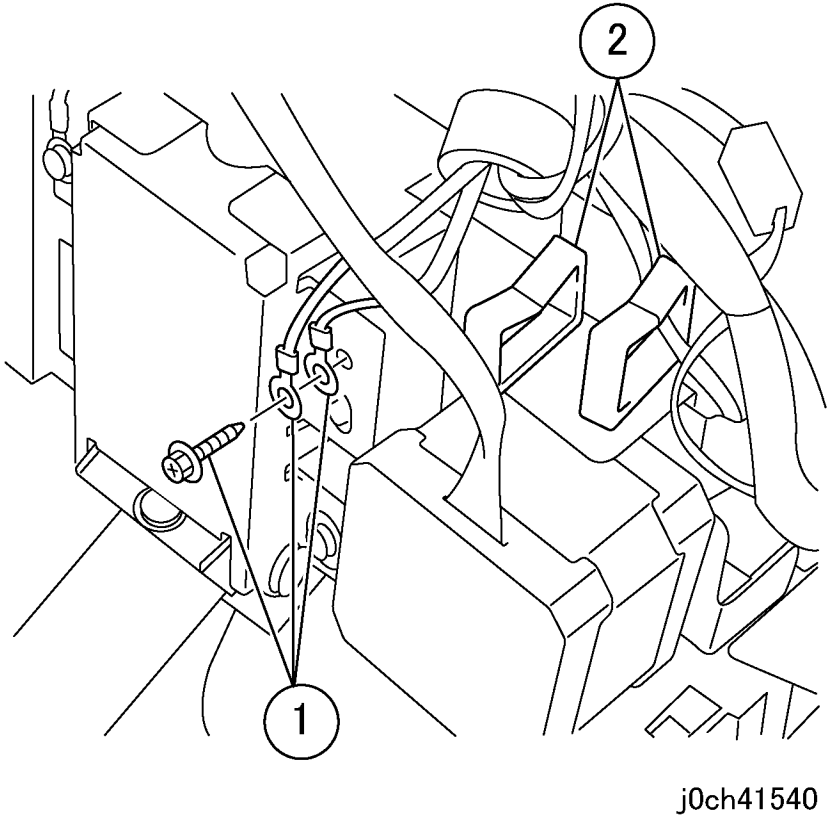

Рисунок 4 Снятие проводки (j0ch41540)
6. Освободите проводку от стяжек (рисунок 4).